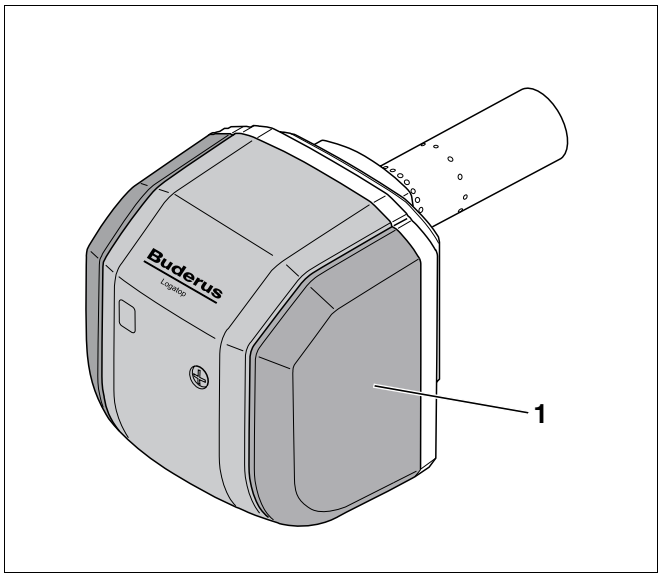

Fig. 2 Bruciatore
– cuffia del bruciatore (fig. 2, **pos. 1**)